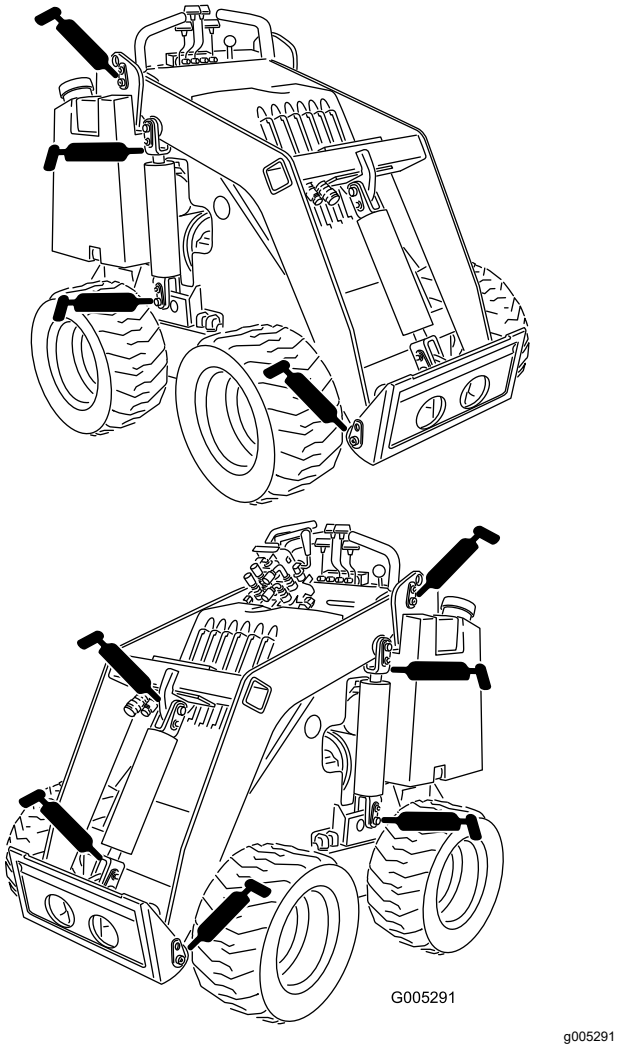

**Figuur 20**
4. Sluit een smeerpistool aan op elke smeernippel (Figuur 20 en Figuur 21).